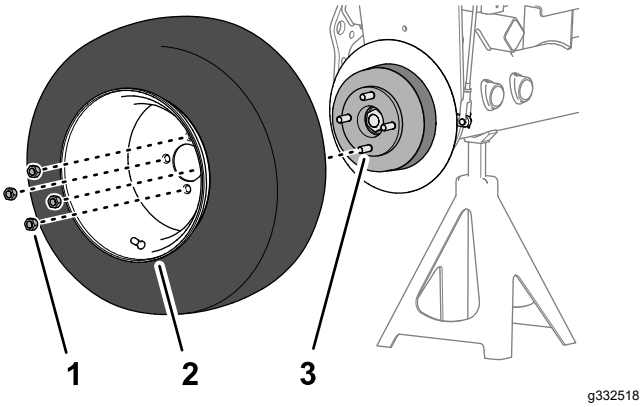

Figur 64
1. Fjern de fire hakemutterne som fester forhjulet til navet, og fjern hjulet (Figur 64).